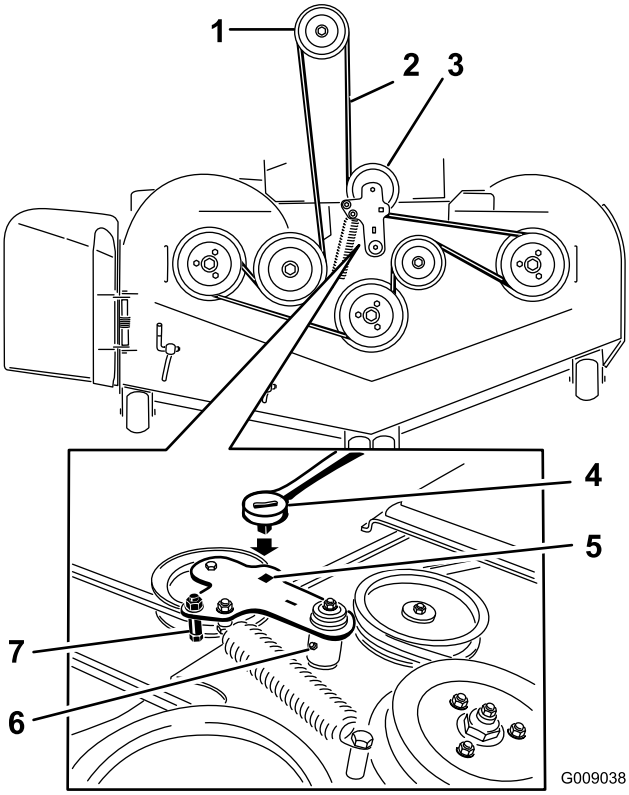

Figuur 73
5. Gebruik een ratelsleutel in de vierkante opening in de arm van de spanpoelie om de druk op de veer te verminderen (Figuur 73).
7. Verwijder de riemgeleider op de arm van de veerbelaste spanpoelie zoals getoond in Figuur 73.
9. Bevestig de nieuwe riem rond de poelies van het maaidek en de koppelingspoelie onder de motor (Figuur 73).
10. Bevestig de riemgeleider op de arm van de spanpoelie zoals getoond in Figuur 73.
11. Gebruik de ratelsleutel in de vierkante opening en plaats de veer van de spanpoelie (Figuur 73).